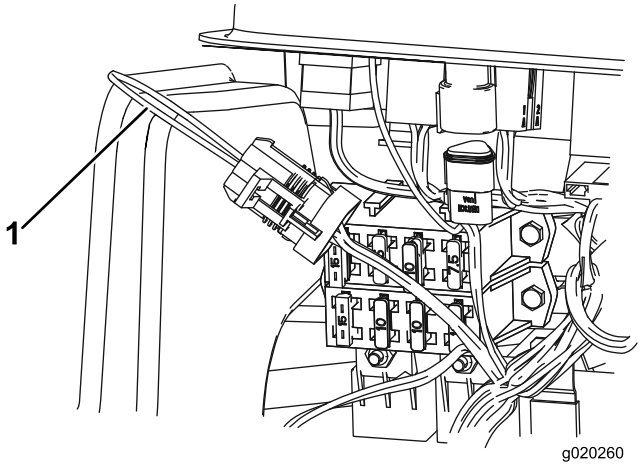

Figur 38
3. Lokaliser ledningsnettet og sløjfetilbagekoblingen (Figur 38).